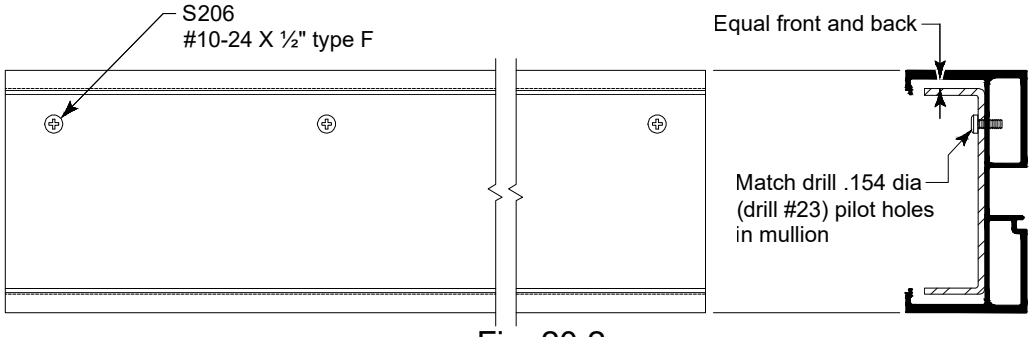

Fig. 20.2
B. Install P3437 steel stiffener into door jamb mullion. Match drill .154 dia (drill 23) pilot holes. Attach steel to door jamb mullion with S206 #10-24 x 1/2" PH type F screw. SEE Fig. 20.2.